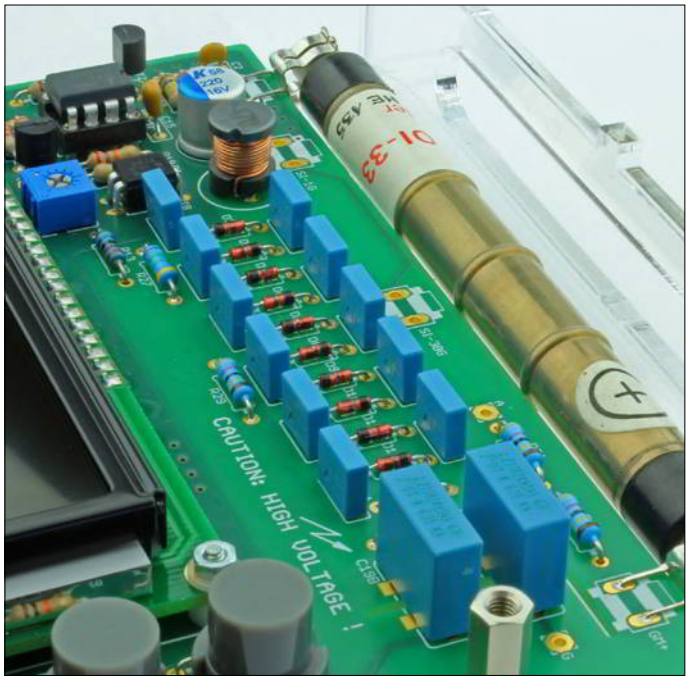

Figure 5. Un tube Geiger-Muller ne fonctionne que sous haute tension.
L'alimentation haute tension (HT) est construite autour d'un temporisateur 7555. Il s'agit d'un convertisseur élévateur suivi d'une cascade HT qui multiplie la tension de sortie par six (**fig. 5**). Pour obtenir une tension aussi propre que possible, la sortie du multiplicateur passe par le filtre R28/C20 (A ou B). Comme T8 (un MOSFET de type IRLD110) peut commuter des tensions jusqu'à 100 V, la tension de sortie maximale théorique est de 600 V. En pratique, la tension de sortie peut être réglée de 280 V à 550 V, ce qui permettra l'utilisation de nombreux types de tubes G-M. Si T8 est un IRFD220 et que C19B ainsi que C20B remplacent C19A et C20A, une tension de tube encore plus élevée est possible. Dans ce cas, la valeur de chacune des résistances de retour R27 et R29 doit être portée à 5,6 MΩ environ.